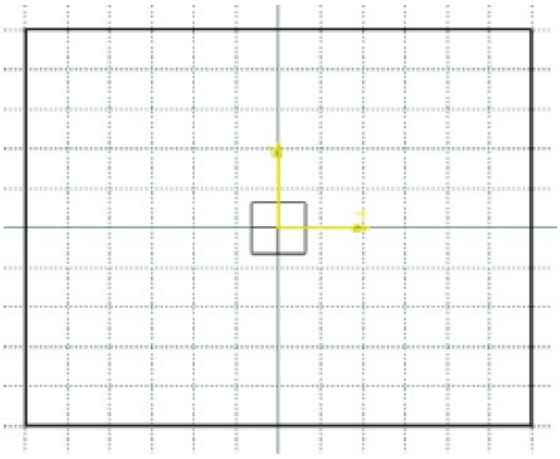

Figure 2-50 *The outer loop of the sketch*
b. Draw the sketch of the model using the **Rectangle**, **Profile**, and **Circle** tools, refer to Figures 2-50 through 2-52.
specify the upper right corner of the rectangle. Figure 2-50 shows the outer loop of the sketch drawn using the **Rectangle** tool.